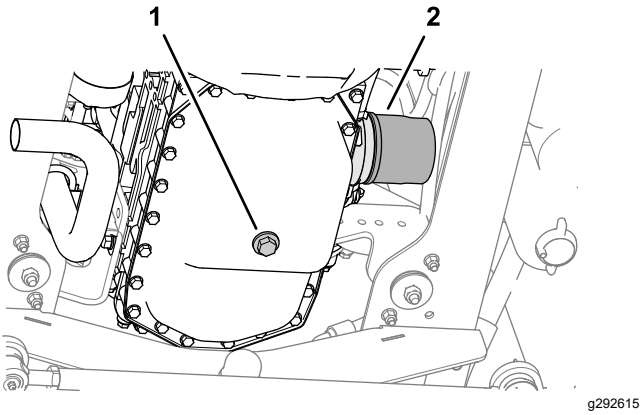

Figuur 55
1. Verwijder de aftapplug en laat de olie in een opvangbak lopen (Figuur 55).